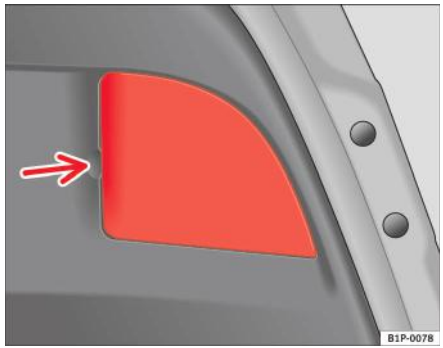

Fig. 171 Lămpile de pe hayon
– Scoateți capacul. Vezi săgeata ⇒ pagina 264, fig. 171.